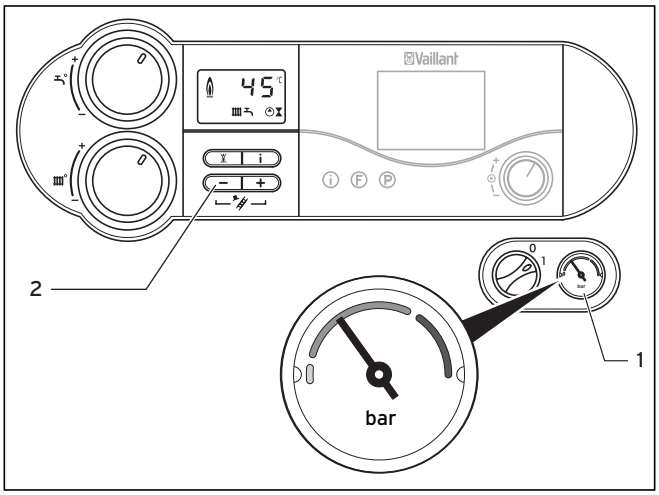

Fig. 4.13 Controllo della pressione di riempimento dell'impianto di riscaldamento
- Aprire lentamente la valvola di prelievo e aggiungere acqua finché il manometro (**1**) (vedere fig. 4.13) indica il raggiungimento della pressione necessaria dell'impianto.
- Infine controllare la pressione dell'impianto sul manometro (**1**) (vedere fig. 4.13) e se necessario aggiungere altra acqua.